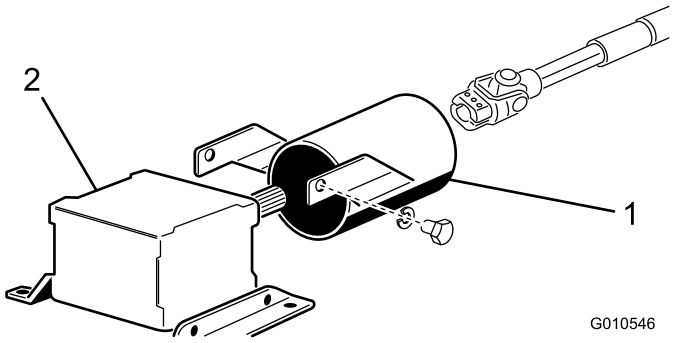

Figura 7
1. Rimuovete le 2 viti a testa cilindrica e le rondelle di bloccaggio che fissano la staffa di montaggio della protezione della PDF agli ingranaggi (Figura 7).
2. Inserite la protezione dell'albero della presa di forza sull'albero stesso, posizionando la protezione come mostrato in Figura 7.